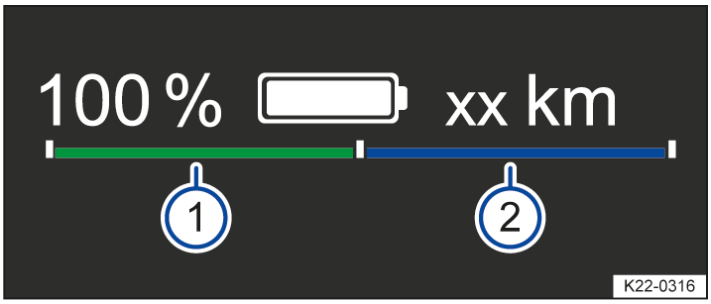

Fig. 1 In the digital instrument cluster: power display (illustration).
Using the bar divided in the middle, the power display continuously shows the availability of brake energy recuperation → *Fig. 1* (1) (green) to the left and traction → *Fig. 1* (2) (blue) to the right. The availability is unrestricted when the respective bar reaches the end marking. The bar is shown shortened in each case if availability is restricted.